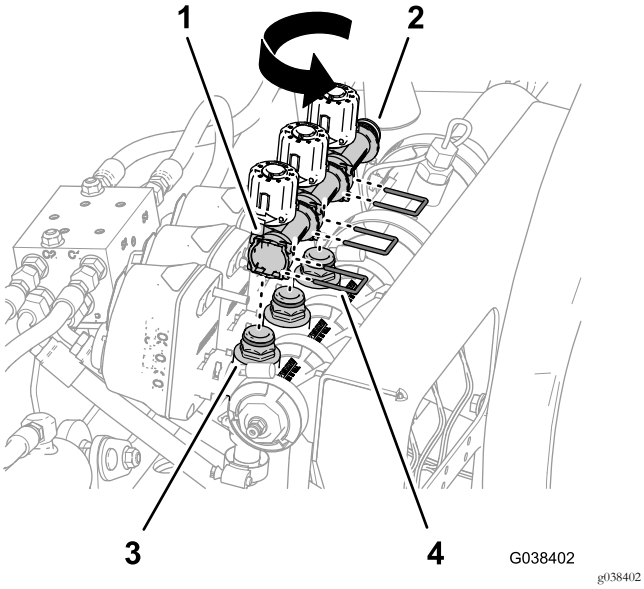

Figura 85
5. Rode o coletor de distribuição 180° e coloque-o nas 3 uniões de ligação rápida do coletor da válvula de pulverização (Figura 85).
6. Prenda o coletor de distribuição às uniões de ligação rápida do coletor da válvula de pulverização (Figura 85) com os 3 retentores que retirou no passo 3.